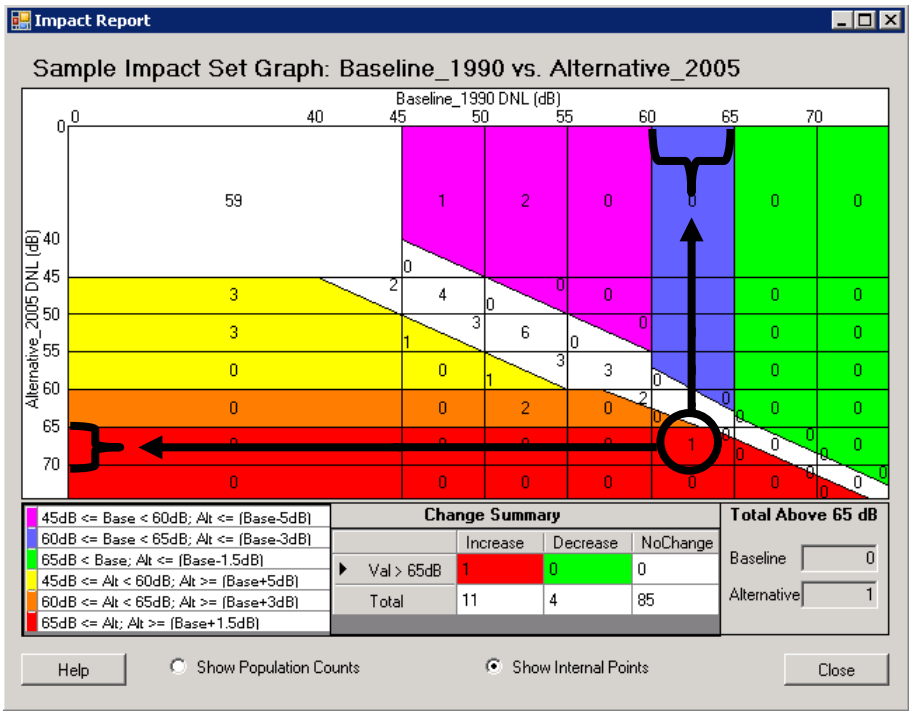

Figure 8-7 Impact Set Graph
3. Right-click the *Impact Set,* select *Impact Set Reports, Impact Set Graph.* A new dialog box will open (Figure 8-7).
5. The impact set graph (Figure 8-7) illustrates either the population or number of receptors that fall into each of the categories described in Section 8.3.1.
3. Example (Figure 8-7):